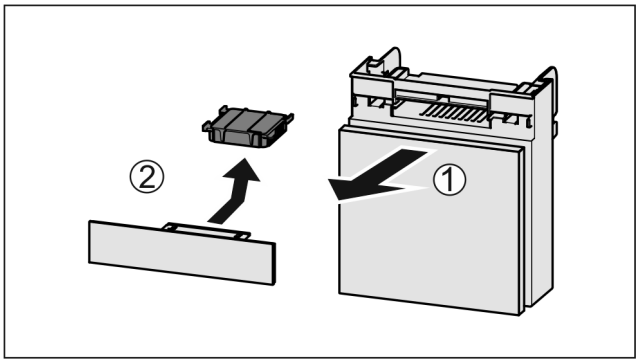

Fig. 157
▶ Pull out the compartment *Fig. 157 (1)*.
▶ Remove the carbon filter *Fig. 157 (2)*.